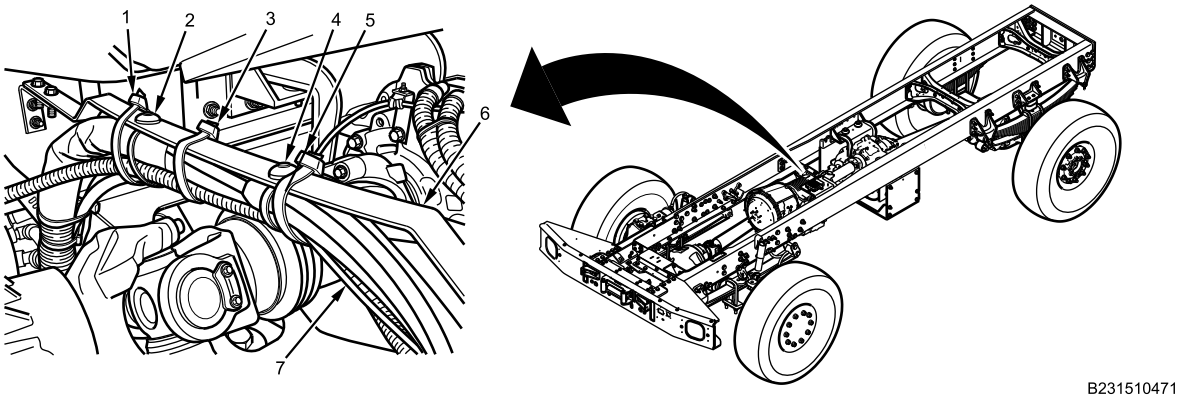

Figure 1. Harness Support Bracket.
1. Remove and discard cable lock straps (Figure 1, Item 1 through 5) from harness support bracket (Figure 1, Item 6) and harness bundle (Figure 1, Item 7).